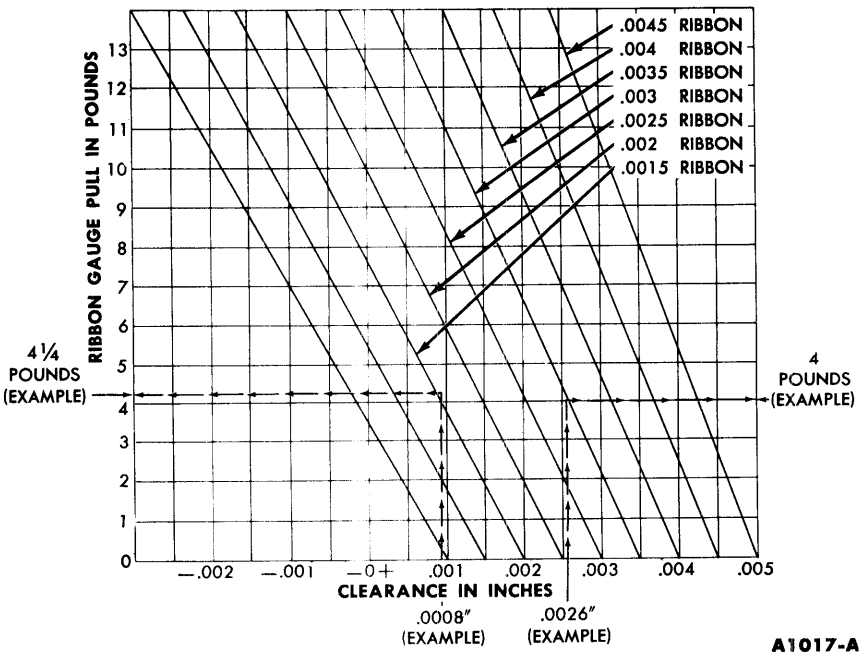

FIG. 66—Piston Clearance Chart
4. Attach a tension scale to the end of a feeler gauge ribbon that is free of dents or burrs. The feeler ribbon should be ½-inch wide and of one of the thicknesses shown in Fig. 66.
In Fig. 66 the diagonal lines represent feeler ribbons of various thicknesses, the horizontal lines represent the pounds pull, and the vertical lines represent the clearances. To determine the clearance, locate the line representing the pounds pull required to remove the feeler ribbon from the cylinder bore. Follow the horizontal line to the right until it intersects the diagonal line representing the feeler ribbon. Read down the vertical line for the clearance.
Example 1. If a 0.0015-inch feeler ribbon is used and it takes approximately 4¼-pounds pull to remove the feeler ribbon, the clearance is approximately 0.0008 inch. This is determined by locating the pounds pull (4¼) in Fig. 66 and following the line to the right until it intersects with the diagonal line representing the 0.0015-inch feeler ribbon. Read down the vertical line for the clear-